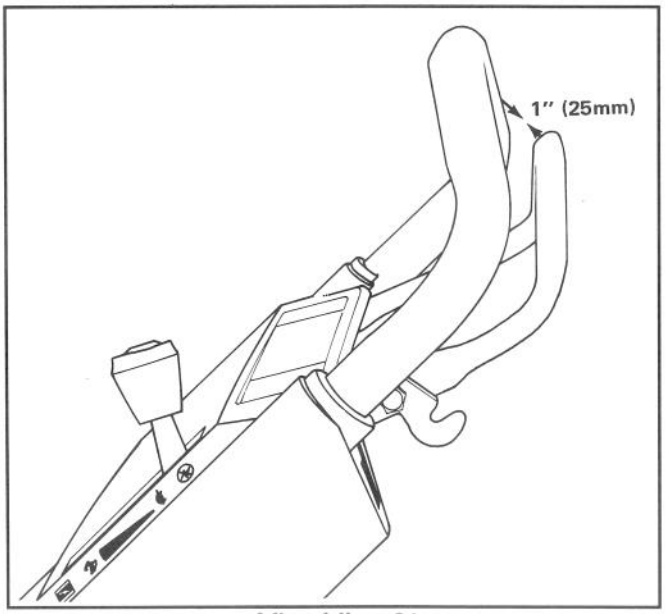

Afbeelding 21
3. Om vervolgens de wielaandrijving te controleren, de bedieningsstang langzaam in de richting van de hendel duwen. De aandrijving is goed afgesteld indien u weerstand voelt als de bedieningsstang zich ongeveer 25 mm van de bovenste hendel bevindt (Afb. 21).